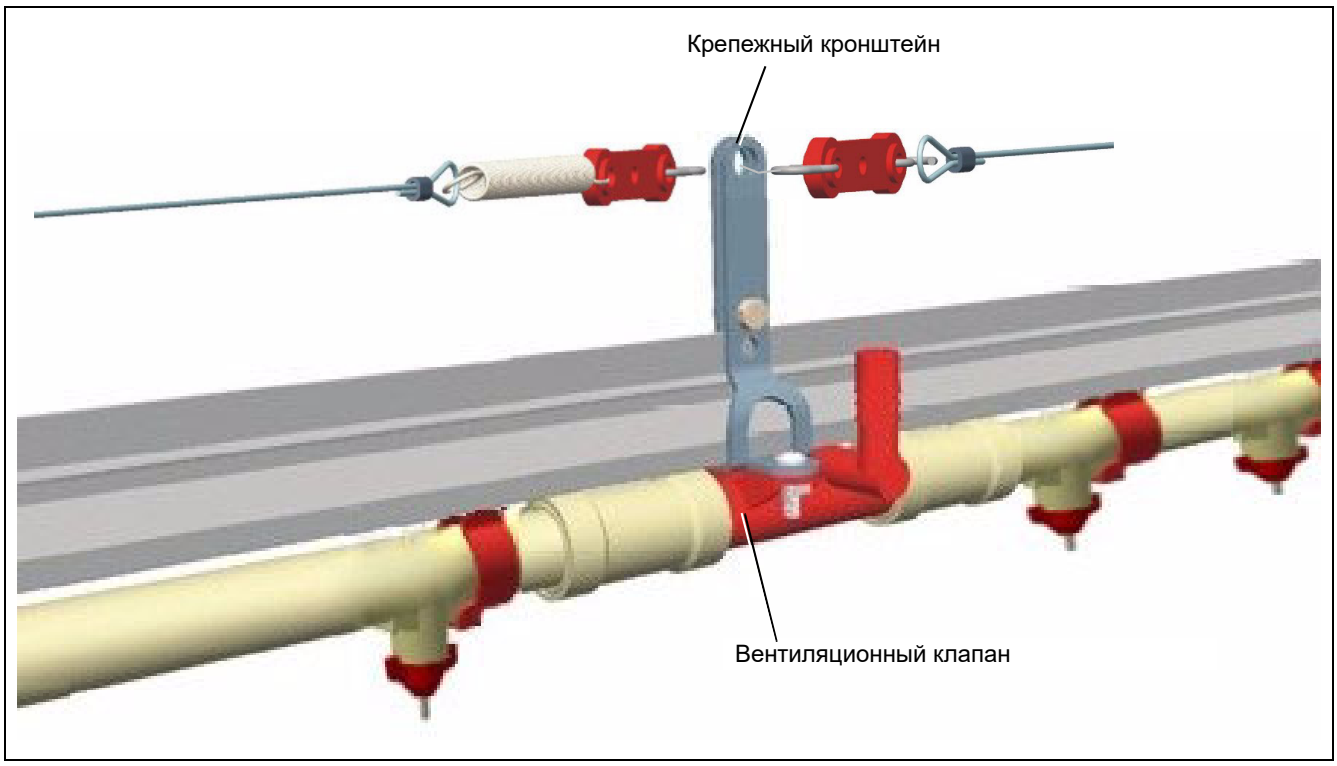

Рисунок 7I
4. Затяните крепление опорного кронштейна на опорном рельсе/трубе. *(см. рисунок 7I.)*